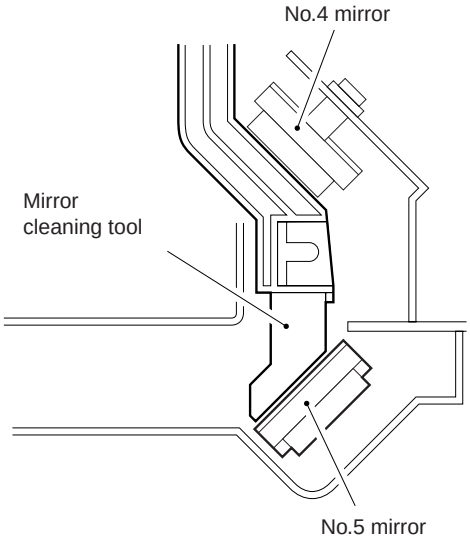

Figure 3-411
3) Push the mirror cleaning tool against the No. 5 mirror as shown in Figure 3-411, and clean the lens by sliding it back and forth.